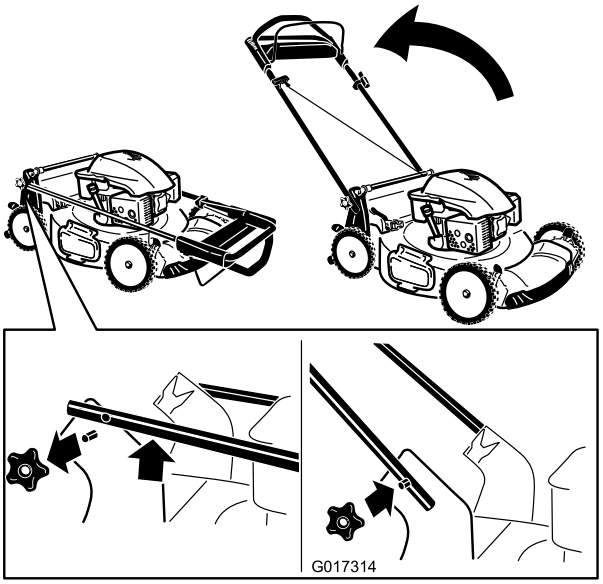

Figura 4
1. Retire los pomos del manillar de la carcasa del cortacésped (Figura 4).
3. Instale y apriete los pomos del manillar que retiró en el paso 1 (Figura 4).